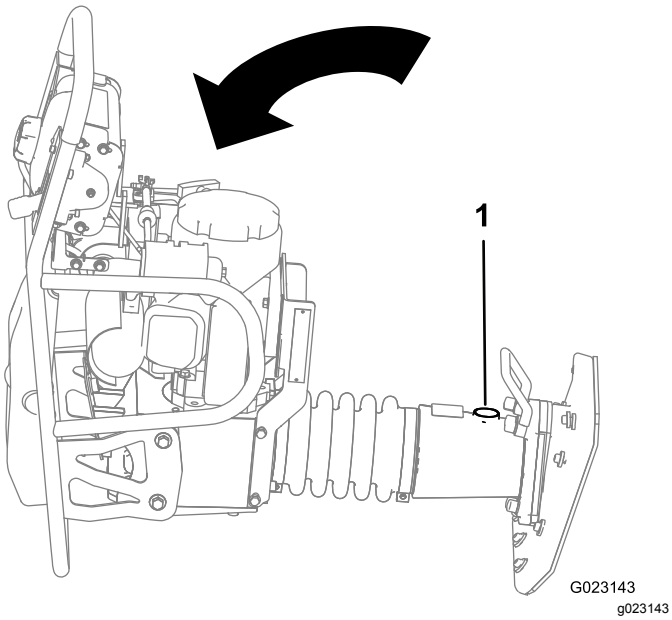

Figura 22
1. Incline la máquina de manera que la mirilla de aceite quede hacia arriba (Figura 22).